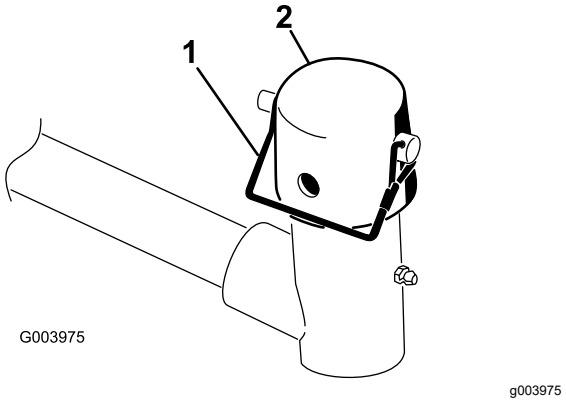

**Figur 9**
2. Demontera låsstiftet och locket på lyftarmens svängok (Figur 9).
**Obs:** Använd skåran om du vill kunna styra klippenheten eller hålet om klippenheten ska låsas fast i ett läge (Figur 9).